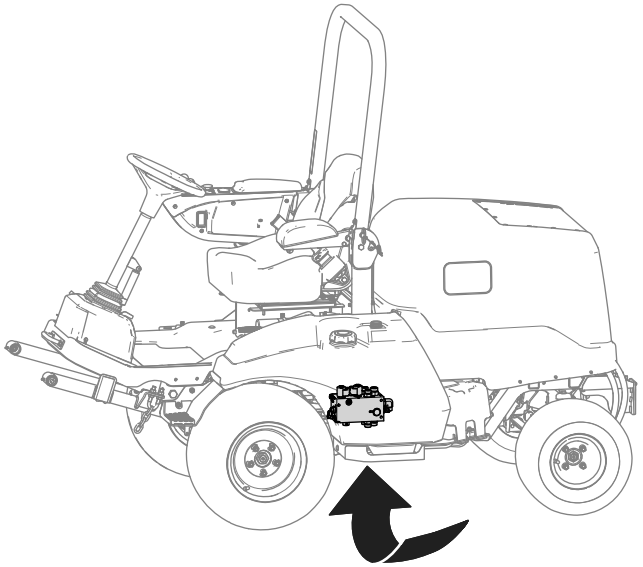

Bild 20
3. Suchen Sie den Hubverteiler unter der Maschine (Bild 20).